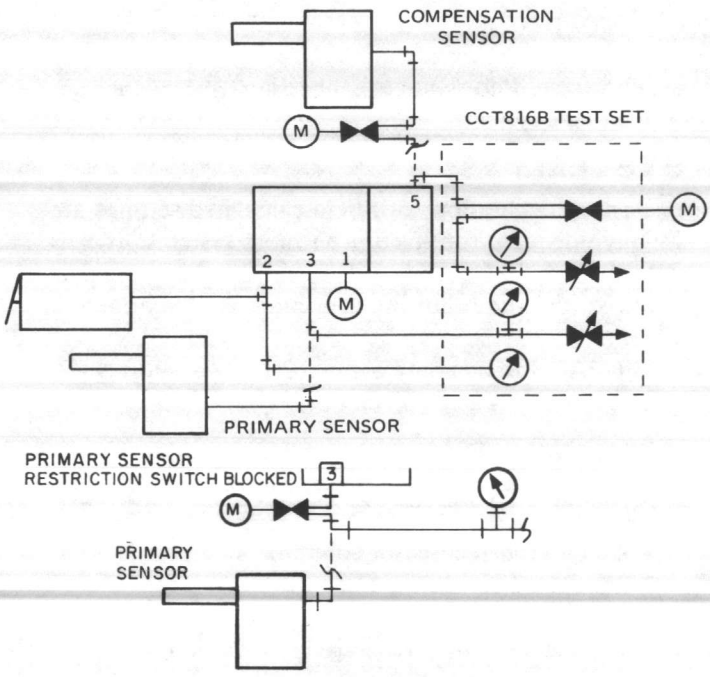

Fig. 14. RP920B Authority (Ac) Test Set Piping.
10. Set up a controller calibration tool CCT816B (Fig. 14) to Port 3 (primary sensor) and Port 5 (compensation sensor).